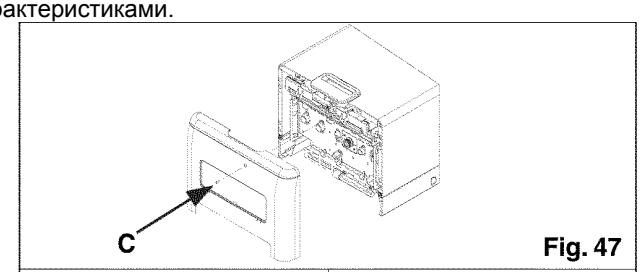

Fig. 47
– Отвинтите винт, который крепит нижнюю крышку (**C**, рис. 47)